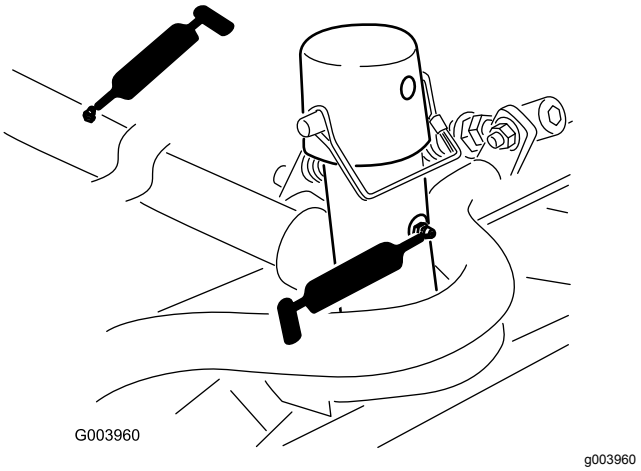

Figur 64
- Klippeenhedernes bæreramme og drejetap (2 hver) (Figur 64)